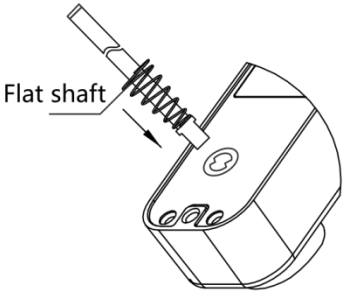

FIG7D
3) Insérez une extrémité de la tige plate munie d'un ressort de verrouillage dans l'orifice circulaire de la serrure du panneau avant (comme Fig. 7D)